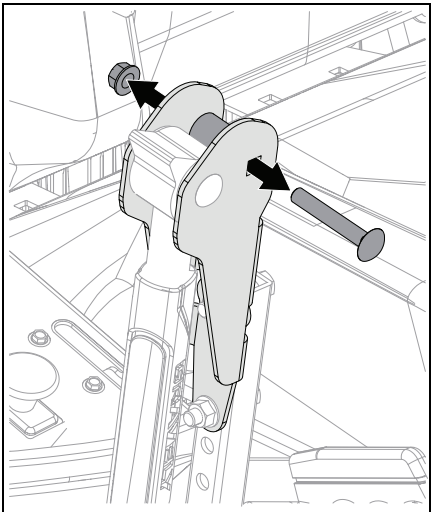

Figure 9
7. Remove hardware retaining eccentric spacer. See Figure 9.